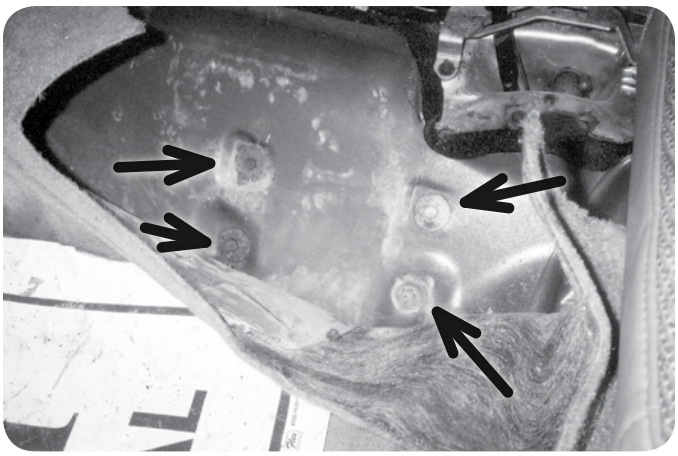

Figure 2
1. Locate the transfer case shift linkage pivot bracket mounted to the underside of the floor on the driver's side, next to the transfer case. The bracket is mounted to the floor with four bolts that are accessed under the carpet in front of the driver's seat. Pull the carpet up and remove the bolts Figure 2. Save hardware.